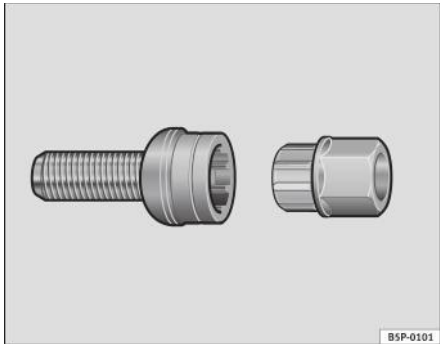

Fig. 159 Şurub de roată antifurt
– Introduceți adaptorul până la capăt pe şurub ⇒ pagina 249, fig. 159.